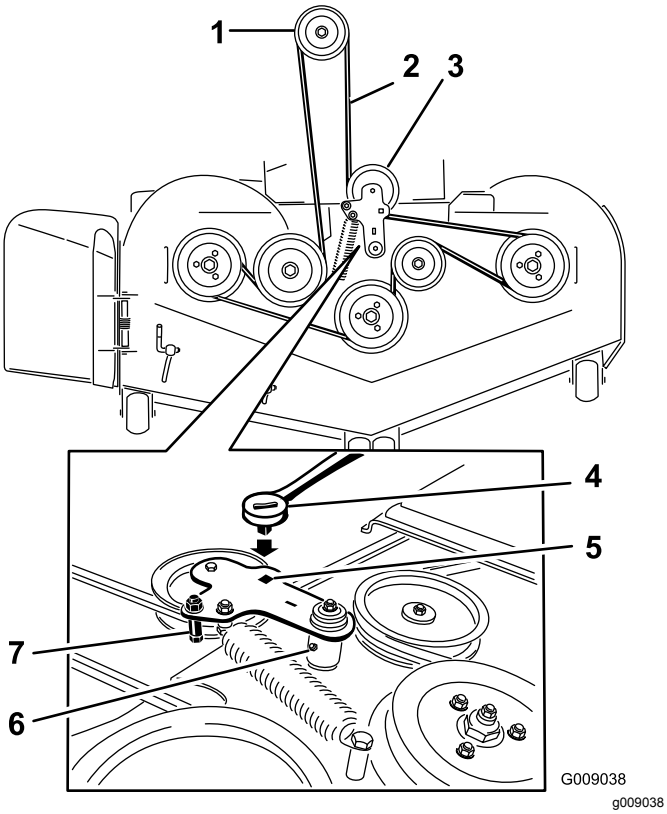

**Figuur 91**
7. Gebruik een ratelsleutel in de vierkante opening in de arm van de spanpoelie om de druk op de veer te verminderen (Figuur 91).
9. Verwijder de riemgeleider op de arm van de veerbelaste spanpoelie (Figuur 91).
11. Bevestig de nieuwe riem rond de poelies van het maaidek en de koppelingspoelie onder de motor (Figuur 91).
12. Bevestig de riemgeleider op de arm van de spanpoelie (Figuur 91).
13. Gebruik de ratelsleutel in de vierkante opening en plaats de veer van de spanpoelie (Figuur 91).